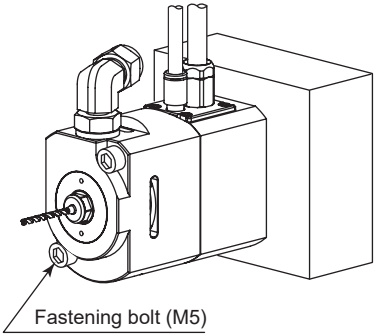

Fig. 28
(1) Insert the spindle body housing (diameter ϕ31 mm) section into the fixed base of the machine tool.
(2) Secure the spindle through the mounting holes (2 locations) using the fastening bolts (M5). (Fig. 28)